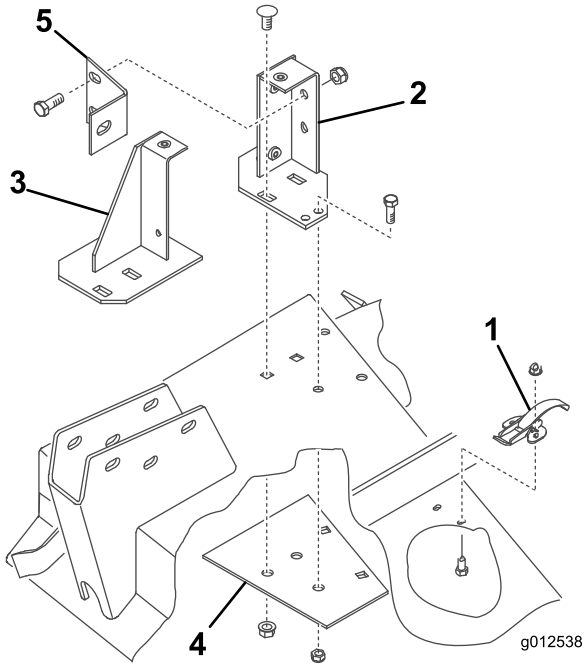

Figuur 9
1. Verwijder de sluitingen waarmee de veersluiting van het deksel van het rechtermaaidek bevestigd is aan de rechterkant van het maaidek (Figuur 9). Verwijder en bewaar de sluiting samen met het rechterdeksel voor later gebruik.
2. Plaats de blazer en de montagebeugels op het maaidek. Lijn daarbij de montagegaten uit met de gaten die eerder dienden om de grasgeleider te bevestigen. Figuur 9 toont de beugels zonder blazer. Zorg dat de blazer tegen het maaidek aanzit.
3. Plaats de blazer en de nieuwe steunplaat onder het maaidek. Lijn daarbij de montagegaten uit met de gaten die eerder dienden om de grasgeleider te bevestigen (Figuur 9).
4. Monteer de voor- en achterbeugel en de steunplaat op het maaidek. Gebruik hierbij telkens 2 eerder verwijderde slotbouten (3/8-16 x 7/8 inch) en flensmoeren (Figuur 9). De boutkoppen horen aan de bovenzijde van het maaidek.
7. Bevestig de beugels en de steunplaat aan het maaidek met bouten (5/16–18 x 3/4 inch) en borgmoeren (Figuur 9). De boutkoppen horen aan de bovenzijde van het maaidek.
8. Monteer de blazerbeugel met 2 bouten (3/8-16 x 1 inch) en borgmoeren (Figuur 9) aan de achterste montagebeugel, en met een bout (3/8-16 x 1 inch) aan de zwenkarm.